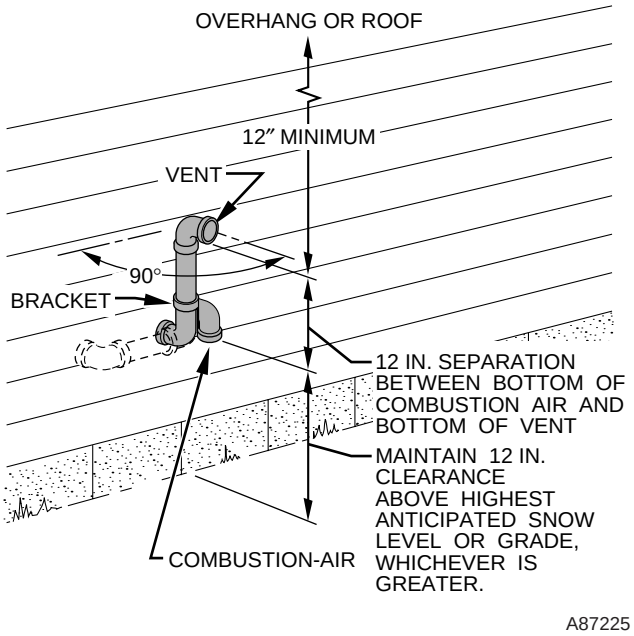

**Fig. 40—Sidewall Termination of 12 in. or More**
**Sidewall terminations**-Install bracket as shown in Fig. 40 or 41. For applications using vent pipe option indicated by dashed lines in Fig. 40, rotate vent elbow 90° from position shown in Fig. 40.